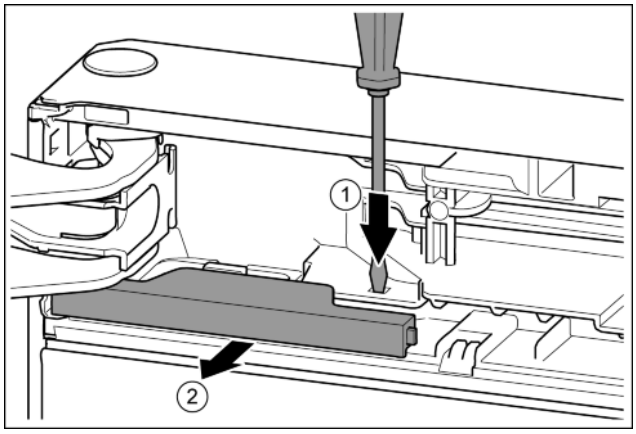

Fig. 12
- ▶ Press tab with Phillips screwdriver. *Fig. 12 (1)*
- ▶ Remove cover from the locking fixture. *Fig. 12 (2)*